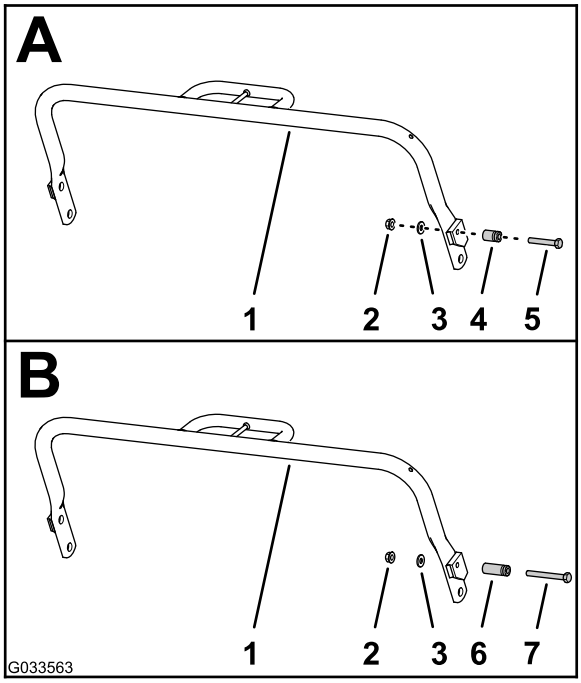

図 3
4. 新しいねじ5/16 x 2-3/4 インチを使って、図 3のBに示すように新しいスプリングポスト1-3/4インチを取り付ける。